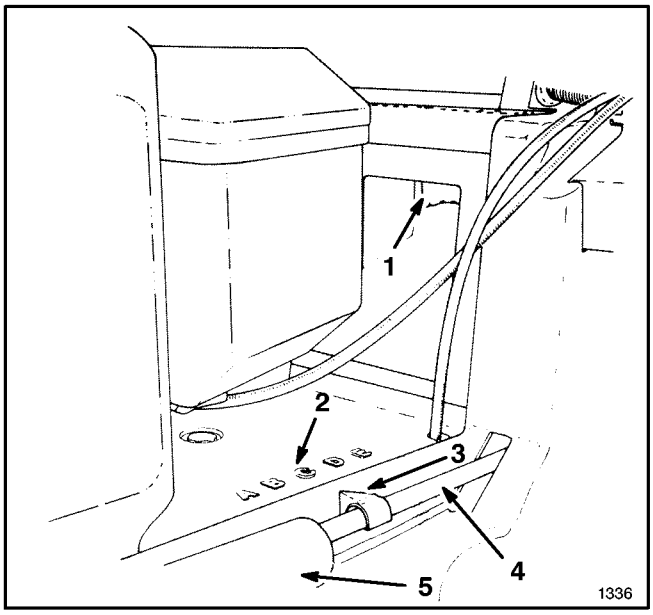

**Abbildung 15**
**3.** Den Hebel für die schnitthöheneinstellung mit einem oder zwei Fingern drücken (Abb. 15).